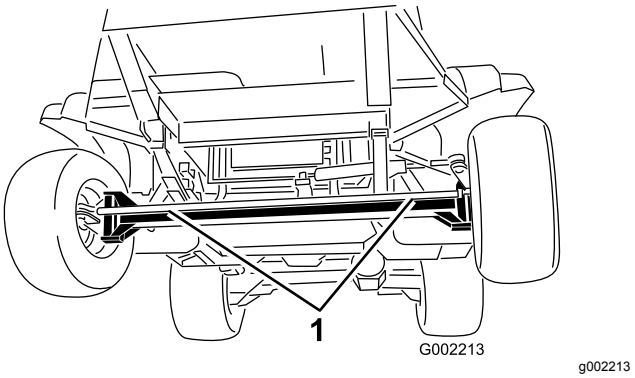
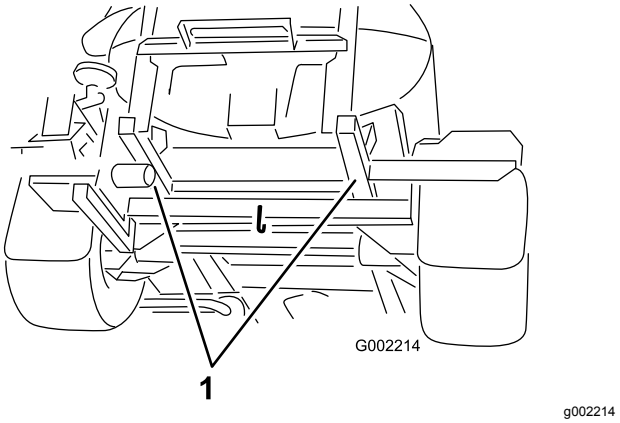

Figur 53
Figur 54
4. Fäst en bogserlina i ramen. Observera de främre och bakre fästpunkterna (Figur 53 och Figur 54).